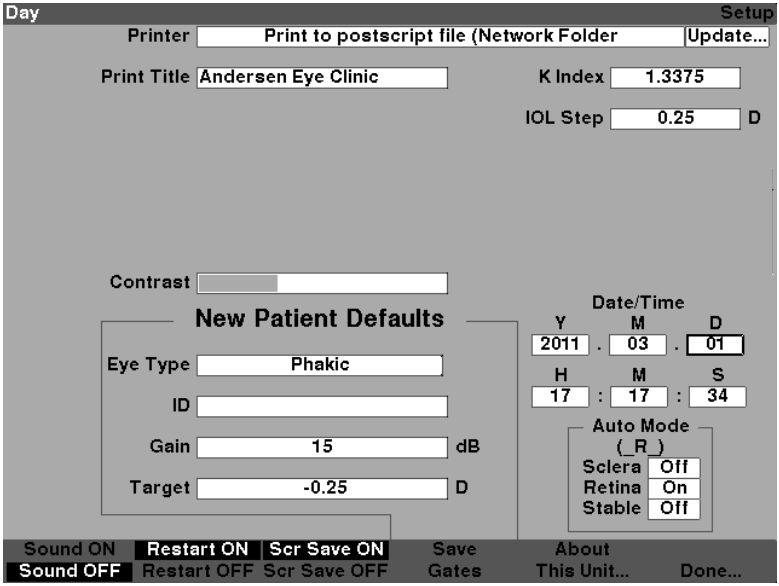

Figure 5-63 Day Field Selected
1. Within the Setup Screen, rotate the knob to select the Day field of the date, indicated by a solid black border as shown in figure 5-63.